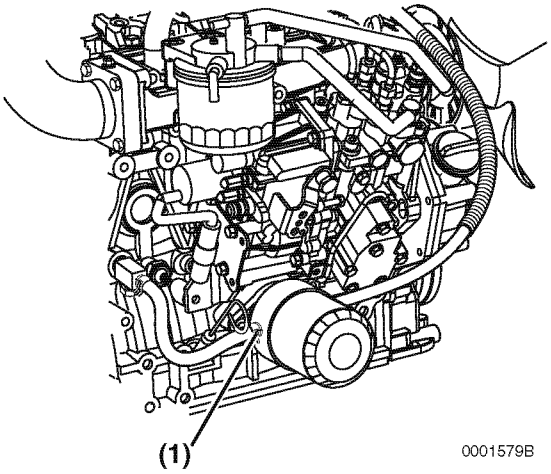

Figure 8-5
- On models equipped with an oil cooler, remove the coolant hose **(Figure 8-5, (1))** at the oil cooler.